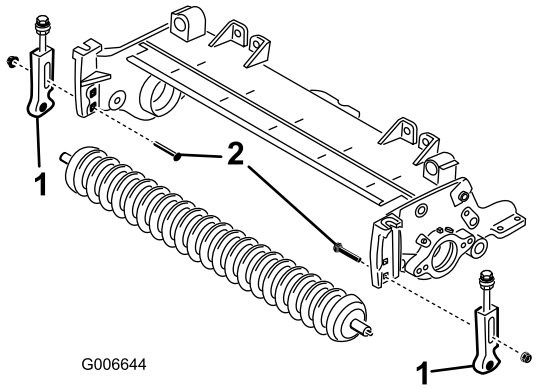

Figur 19
12. Ta bort vagnsbultarna och muttrarna som fäster klipphöjdsfästena vid klippenhetens sidoplåtar (Figur 19).
13. Lossa de huvudskruvar och låsmuttrar som fäster klipphöjdsfästena vid den främre rullaxeln (Figur 19).
14. Ta bort klipphöjdsfästena och den främre rullen från klippenhetens sidoplåtar (Figur 19).